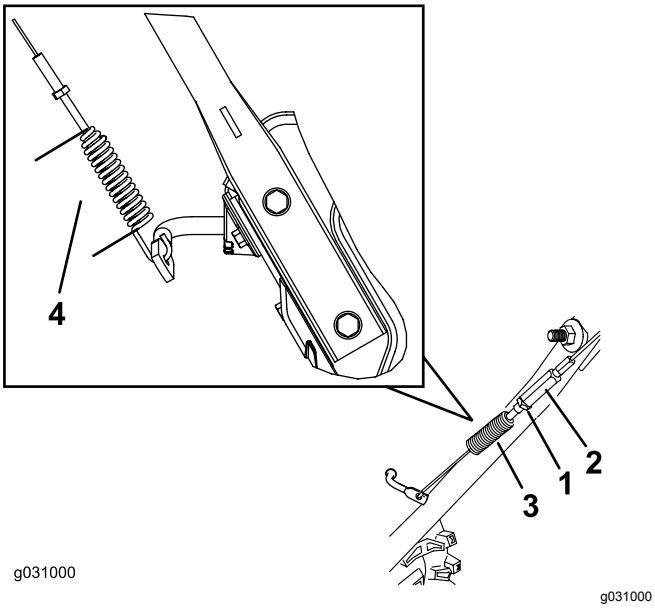

Figur 29
3. Lossa eller dra åt spännmuttern för att justera fjäderlängden till 7 cm enligt Figur 29.
4. Dra åt kontramuttern (Figur 29) och se till att kabeln är något spänd.